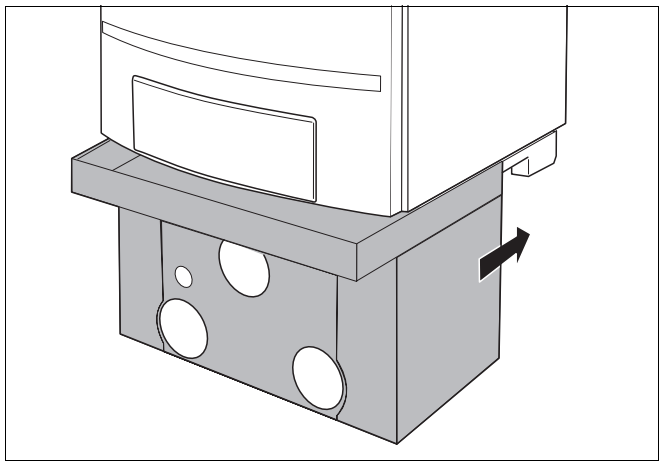

Bild 21 Abdeckblende montieren
- Abdeckblende mit der oberen Umkantung in die Nut des unteren Holms einführen (Bild 21).